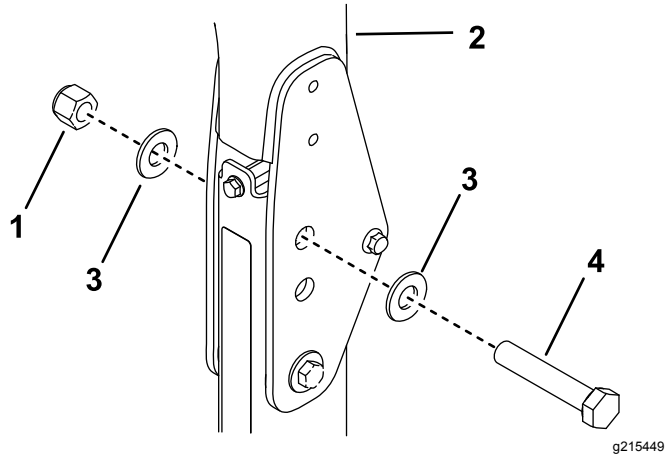

Figura 26
B. Insira uma anilha (13/16 pol. x 1½ pol.) em cada parafuso (¾ pol. x 4 pol.), como se mostra na Figura 26.
C. Nos furos de onde removeu os pinos, instale os parafusos e as anilhas (Figura 26).
D. Instale outra anilha em cada parafuso e prenda com porcas de ¾ pol. como se mostra na Figura 26.